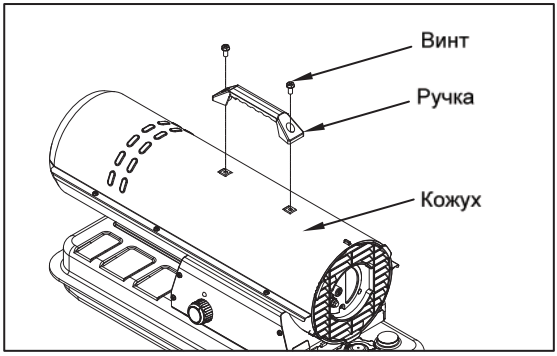

Рис. 6
**Сборка пушки (модели ТП 17ДБ, ТП 25ДБ) (рис. 6)**